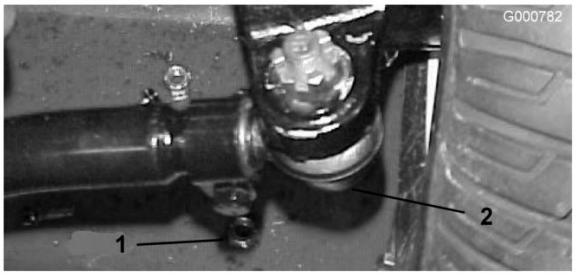

Figura 69
2. Para ajustar, remova o contrapino e a porca de cada uma das rótulas da barra de ligação. Remova a junta da barra de ligação do suporte do eixo (Figura 69).
3. Desaperte as abraçadeiras que estão em ambas as extremidades das barras de ligação (Figura 69).